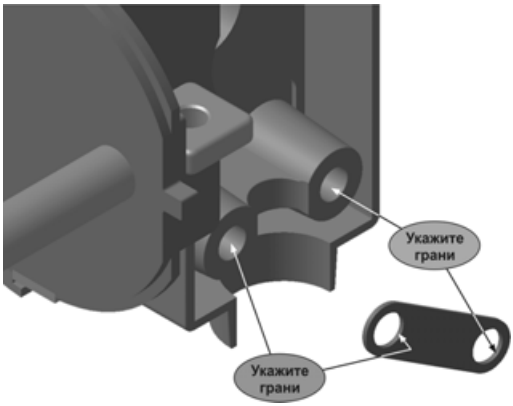

Рис. 7.42
- С помощью команды **Увеличить масштаб рамкой**, покажите участок сборки крупным планом, как на рис. 7.42, разверните **Прокладку**, расположив ее приблизительно вдоль **Крышки**.
- Нажмите кнопку **Соосность**, попарно укажите курсором цилиндрические грани отверстий на **Крышке** и **Прокладке** (рис. 7.42).
Для окончательного определения положения детали **Прокладка**, нужно совместить плоскую грань конического выступа на **Крышке** и обратную грань **Прокладки** (рис. 7.42). Нужная нам грань **Прокладки** расположена на обратной стороне детали. Однако выполнить данное сопряжение можно и без поворота сборки.